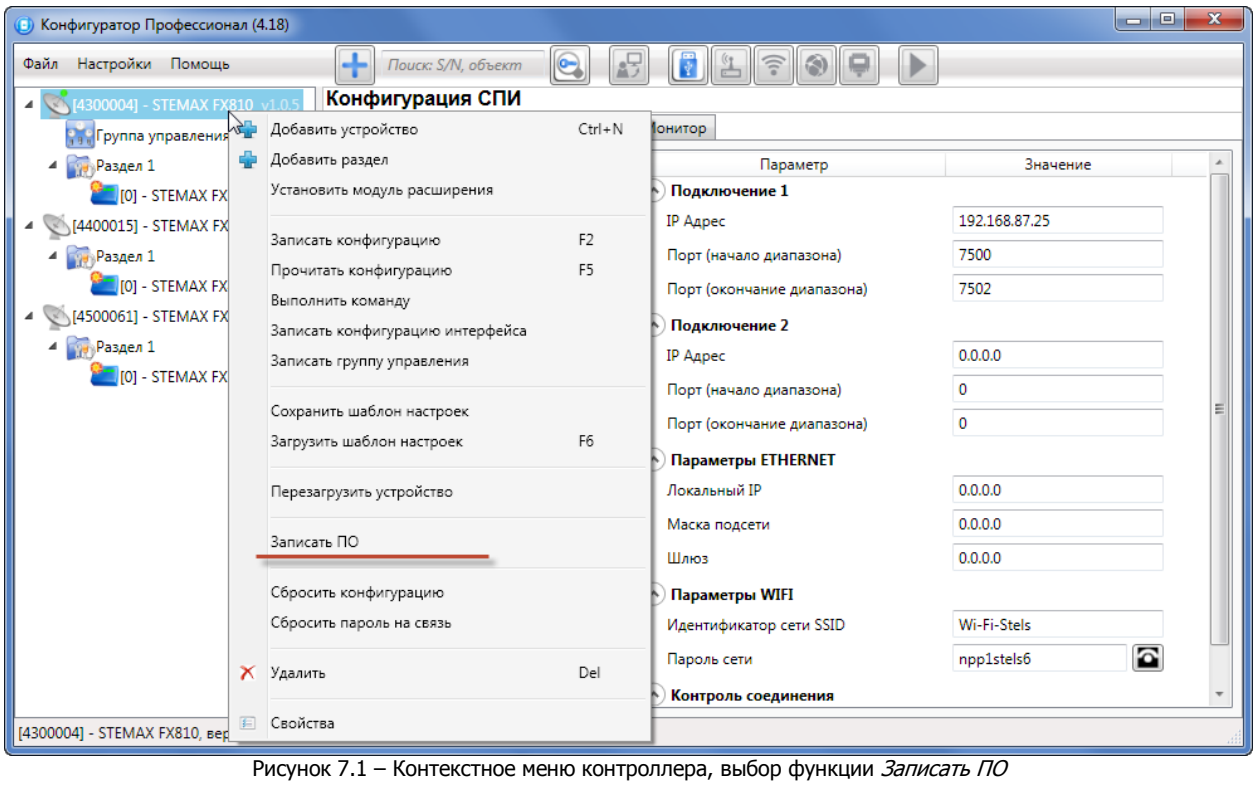

Рисунок 7.1 – Контекстное меню контроллера, выбор функции *Записать ПО*
1. Щелкните правой кнопкой мыши по строке контроллера в дереве устройств и в появившемся меню выберите *Записать ПО* (см. рисунок 7.1).